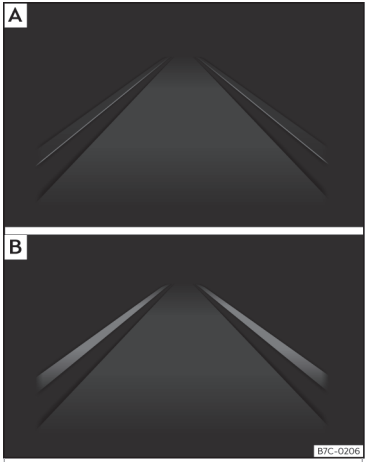

Fig. 223 En la pantalla del cuadro de instrumentos: indicación en la pantalla del sistema de aviso de salida del carril (ejemplo 1).
– **fig. 223** A: El sistema está activado, pero no disponible, bien por no haber alcanzado la velocidad mínima o bien porque no reconoce las líneas de carril.
– **fig. 223** B: El sistema está activado y disponible, tiene las dos líneas del carril reconocidas. En este momento no está corrigiendo la trayectoria.